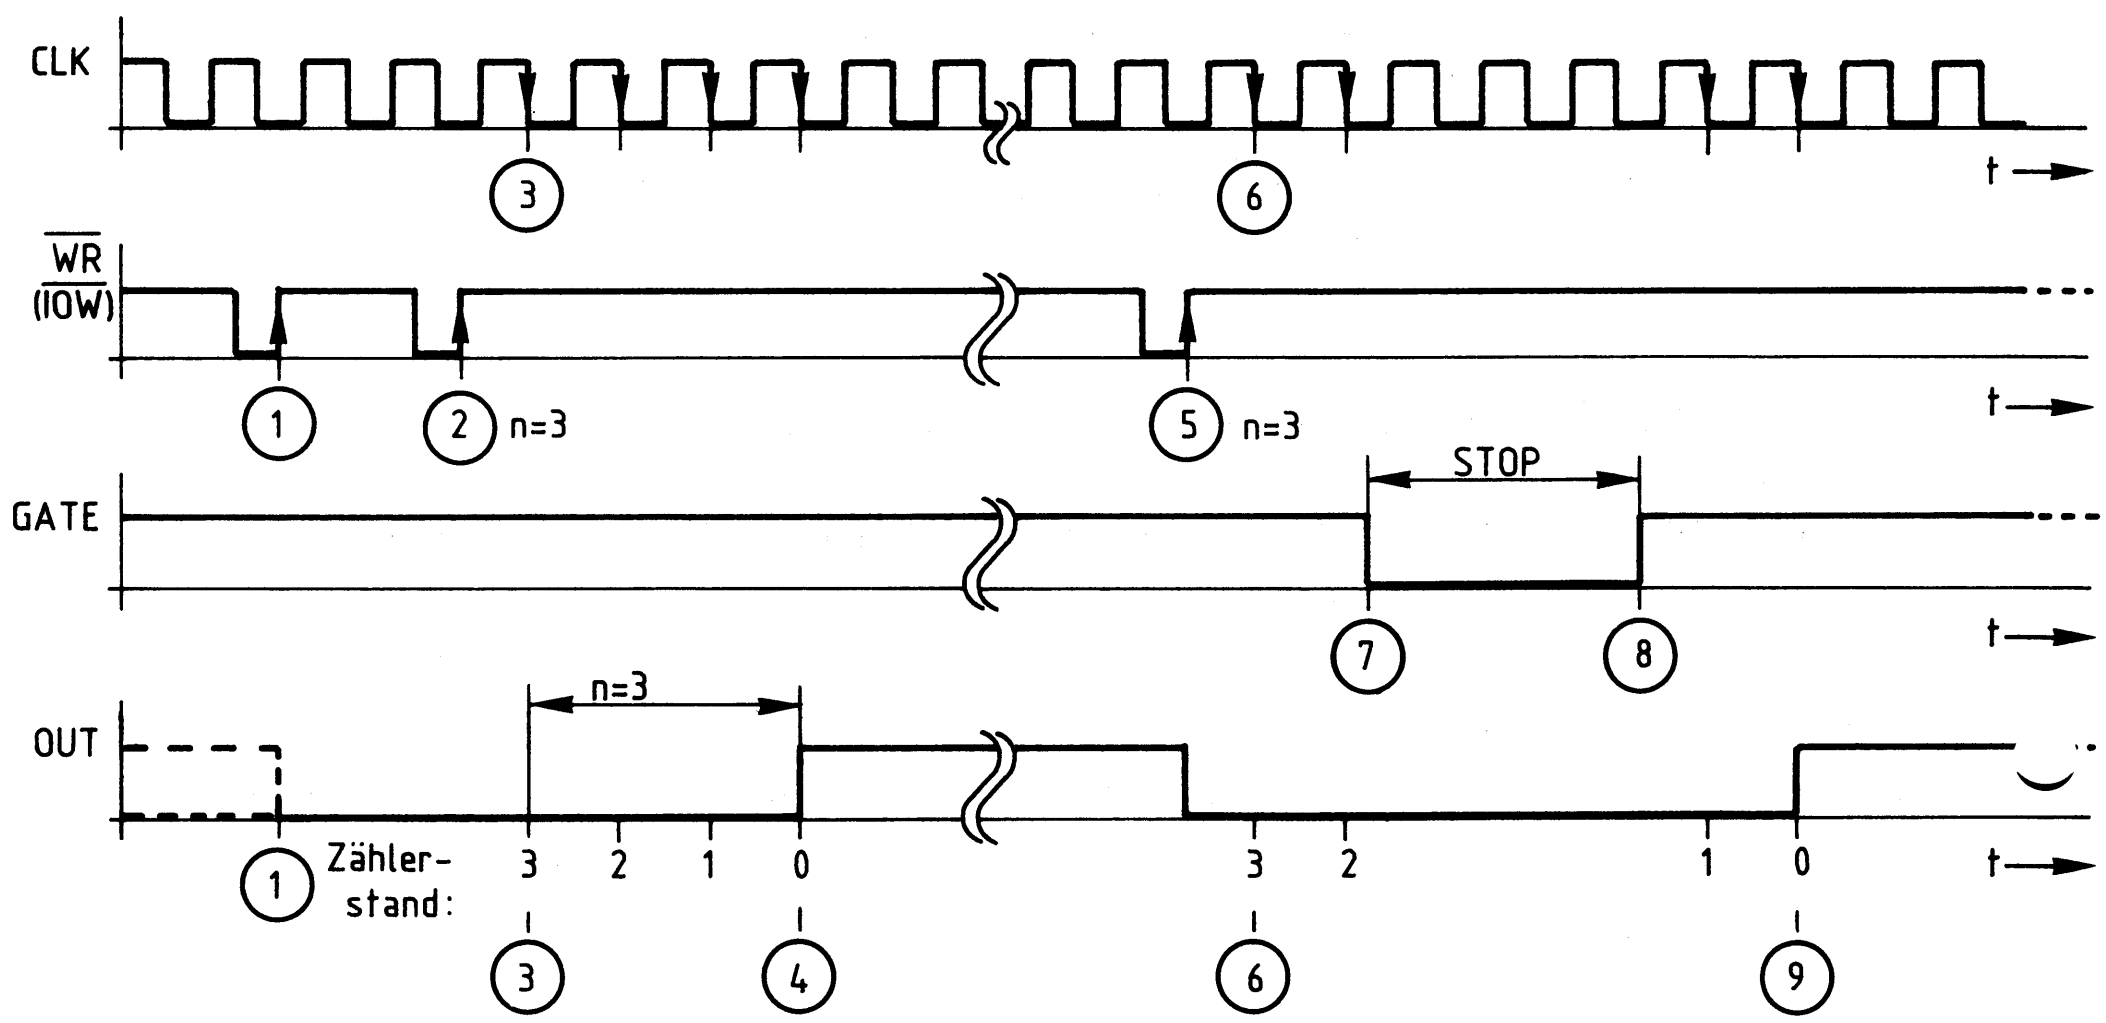

Bild 16: Impulsdiagramm zur Betriebsart 0
Bild 16 zeigt die wichtigsten Zusammenhänge der Betriebsart 0 im Impulsdiagramm.
Erläuterungen zu Bild 16:
(1) Mit der positiven Flanke des $\overline{\text{WRITE}}$-Signals vom Prozessor ("$\overline{\text{IOW}}$") wird das Steuerwort für die Betriebsart 0 in das Status-Register des Bausteins geschrieben. "OUT" führt nun L-Signal. Der Zähler arbeitet noch nicht.
(2) Nun wird der Zähleranfangswert mit einem oder mit zwei Schreibzyklen (je nach Definition lt. Bild 9) in das Zwischenregister des Zählers (Bild 6) geladen. In Bild 16 wird der Wert "3" mit einem Zyklus geladen.